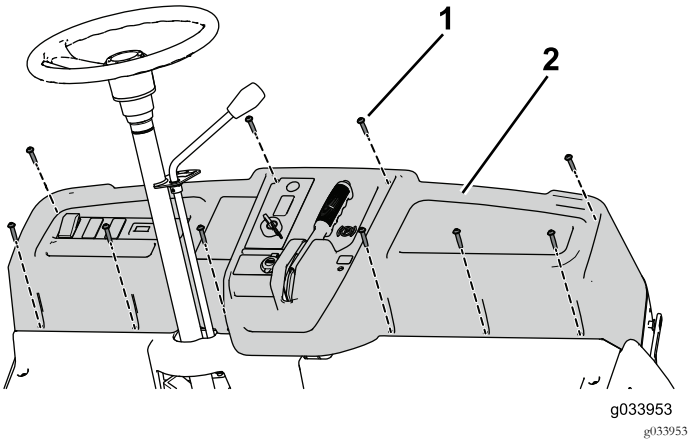

Figur 80
5. Sätt fast instrumentbrädan på maskinen med tio skruvar (1/4 x 1 1/4 tum) (Figur 80).